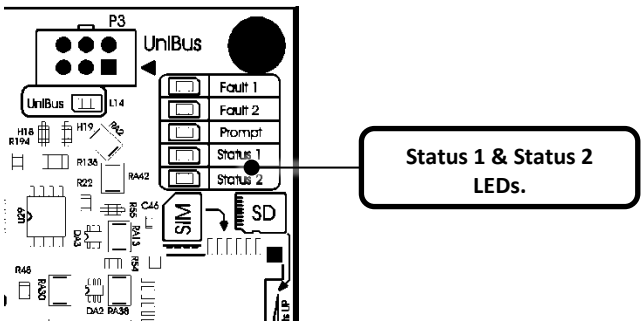

Figure 39
2. Wait for the controller to start. When the controller is up and running, the Status 1 and Status 2 LEDs will flash in an alternating pattern (***Figure 39***).
2. Wait for the controller to start. When the controller is up and running, the Status 1 and Status 2 LEDs will flash in an alternating pattern (*Figure 39 above*).